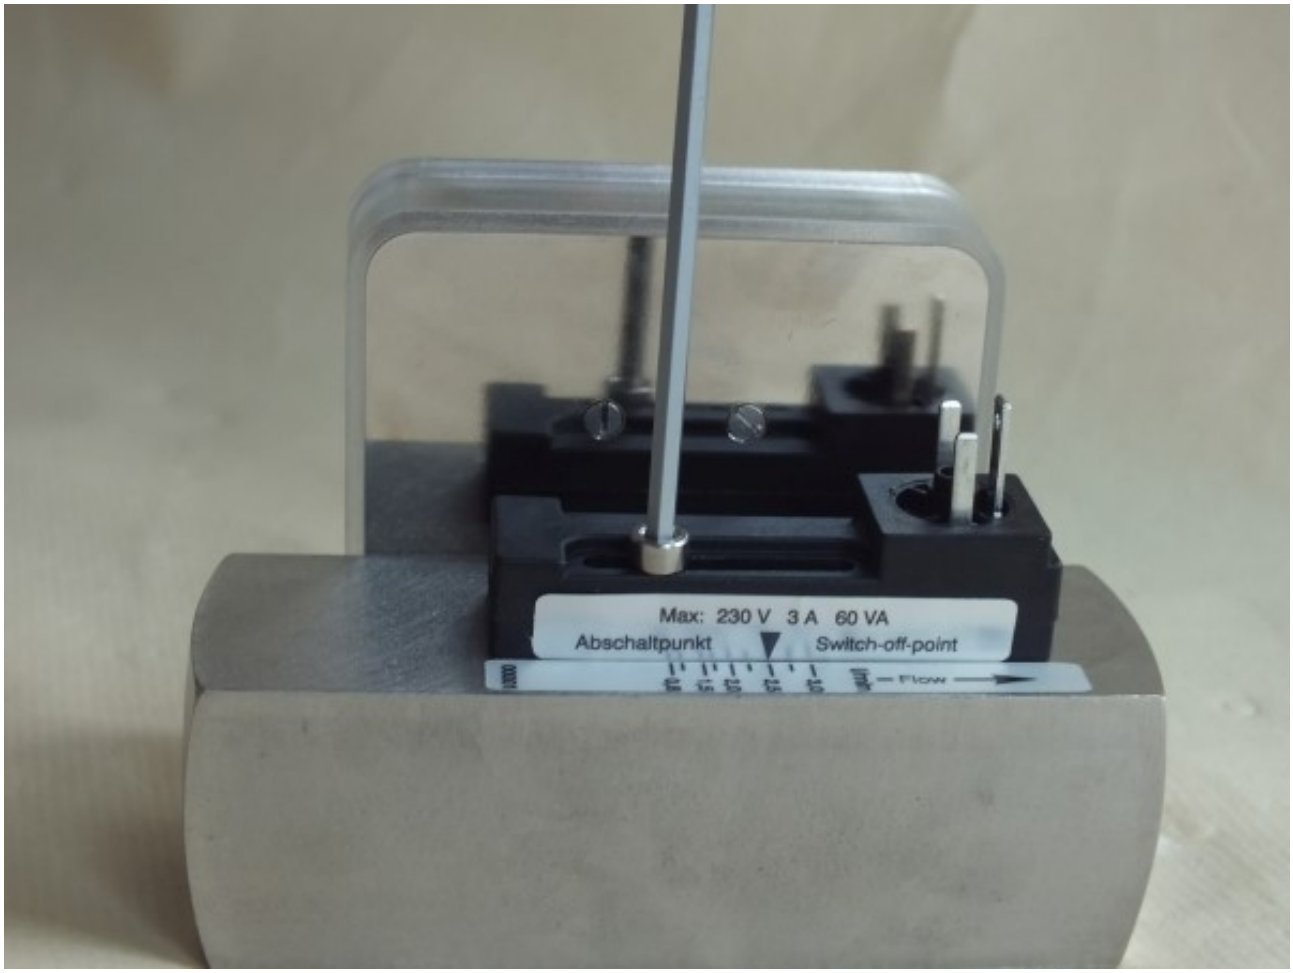

Fig. 69: Loosen set screw
3. Using a Hex screwdriver, (*Fig. 69*) loosen the set screw so that the switch contact can be removed.
10. Tighten the set screw (*Fig. 69*/1) observing the proper torque (➞ *Chapter 11.1 "Tightening torque" on page 93*)